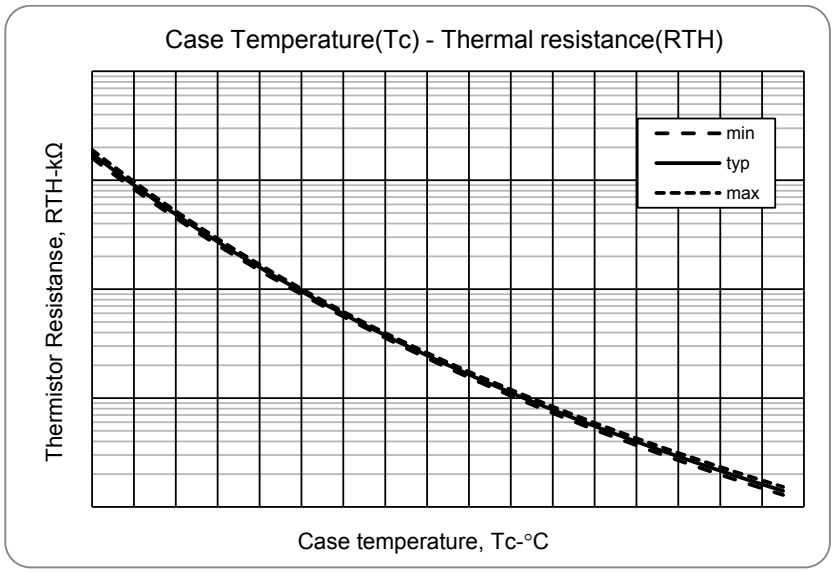
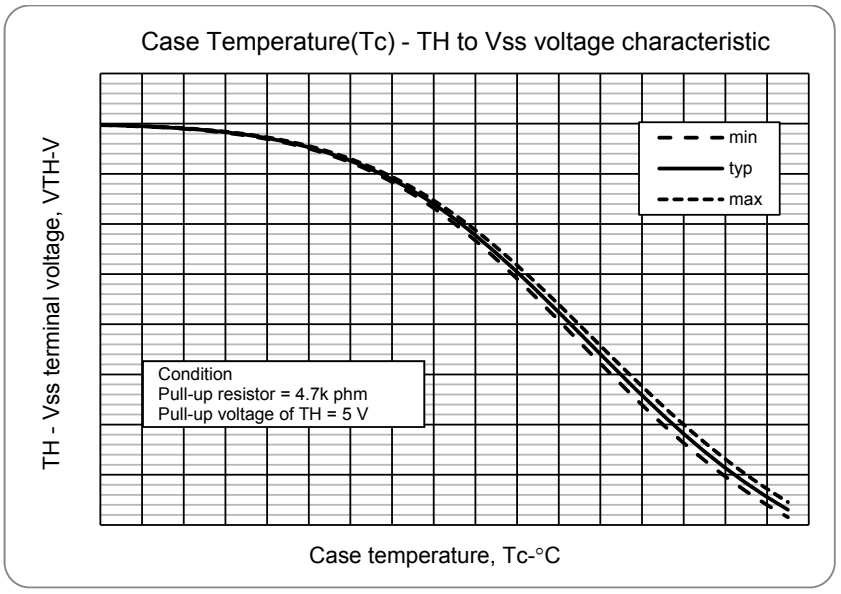

Fig.9 Variation of thermistor resistance with temperature
Fig.10 Variation of temperature sense voltage with thermistor temperature
4. Inside the IPM, a thermistor used as the temperature monitor for internal subatrate is connected between V_{SS} terminal and TH terminal, therefore, an external pull up resistor connected between the TH terminal and an external power supply should be used. The temperature monitor example application is as follows, please refer the Fig.9, and Fig.10 below.